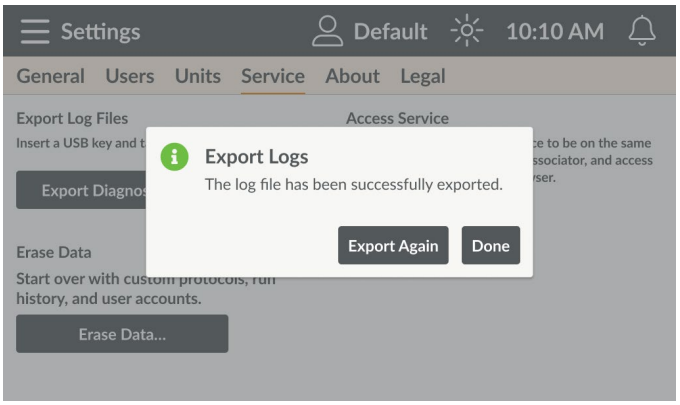

Figure 86. Successful Log Export Dialog
5. Tap **Export** and allow for the export to complete successfully (Figure 86).